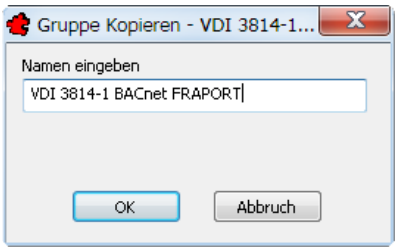

Bild 24.16 – Ein neuer Standard wird erstellt
- Geben Sie einen eindeutigen *Namen* für den neuen Standard ein, indem Sie etwa **FRAPORT** anhängen. Bestätigen Sie dann (Abb. 24.16).